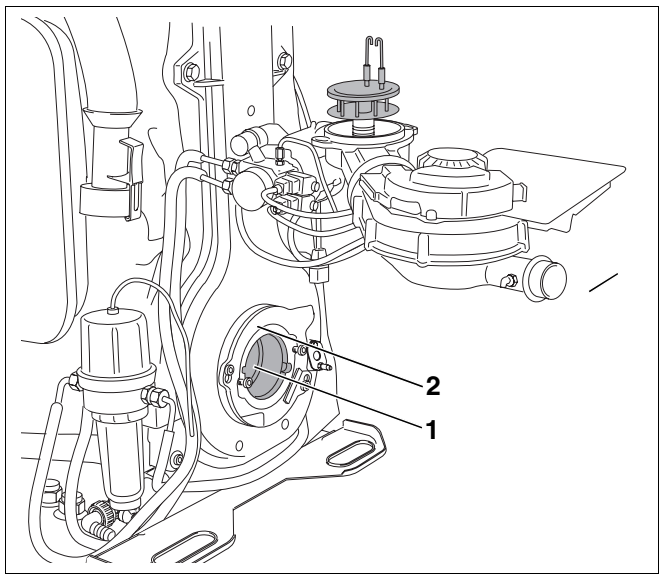

Rys. 63 Wymiana rury palnika i kontrola uszczelki
- Skontrolować optycznie rurę palnika (rys. 63, **poz. 1**).
- Wyczyścić rurę palnika, w razie potrzeby wymienić (rys. 63, **poz. 1**).
- Rurę palnika (rys. 63, **poz. 1**) wyciągnąć z rury wspornikowej.
- Przed zamontowaniem palnika sprawdzić uszczelkę (rys. 63, **poz. 2**) znajdującą się między systemem mieszającym a rurą palnika.